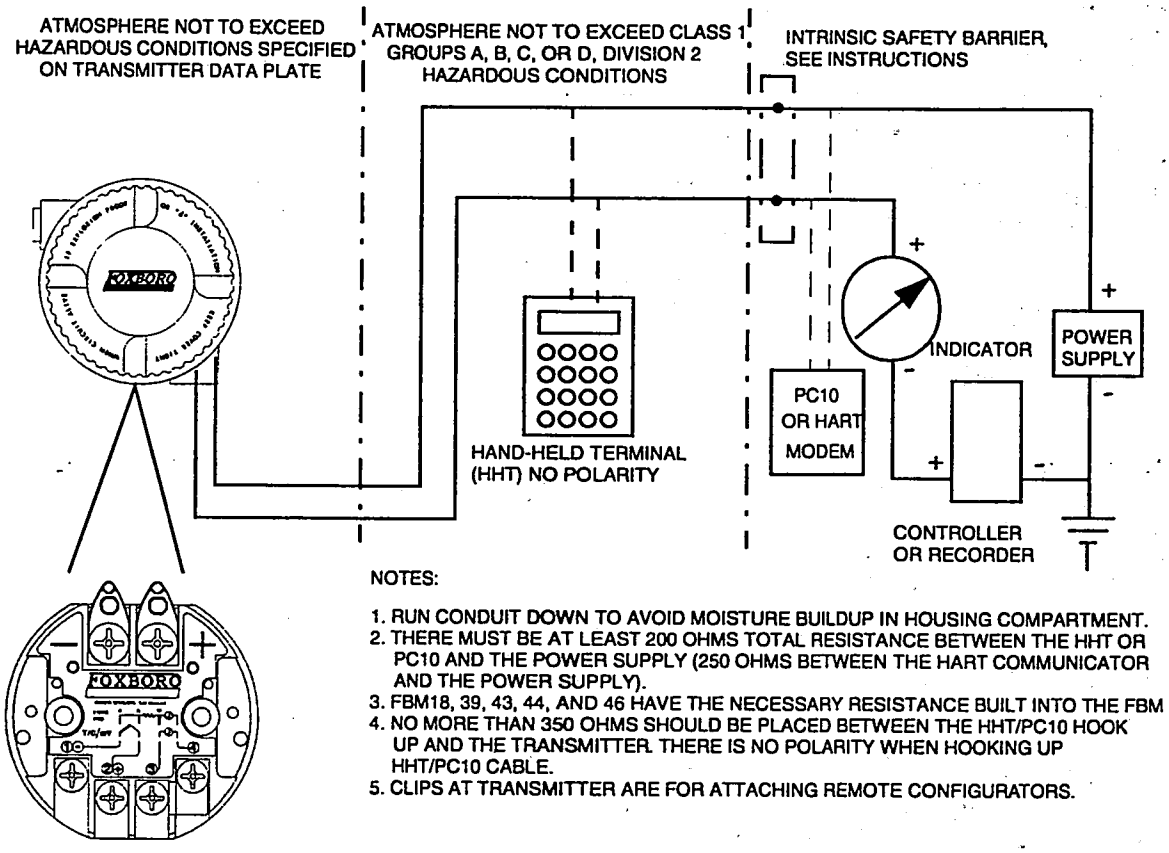
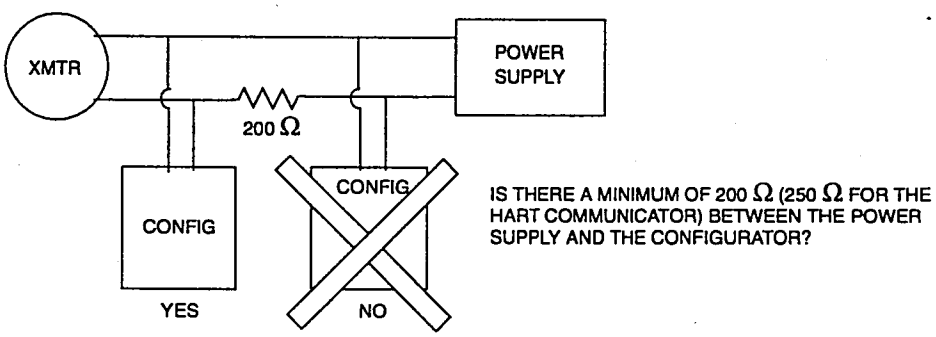
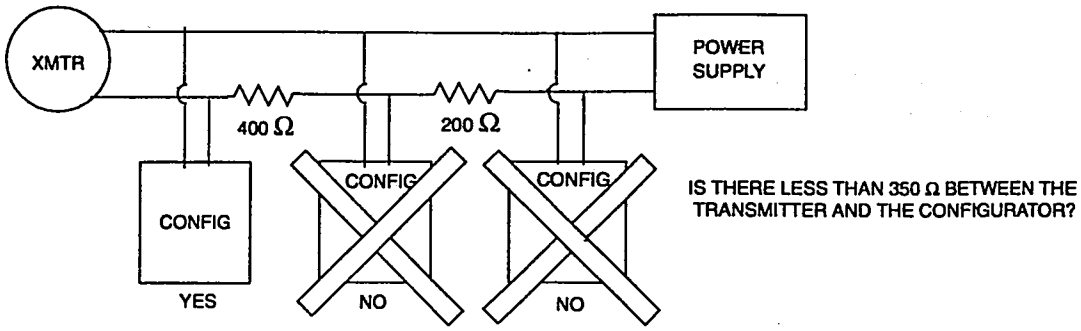

Figure 14. Typical Transmitter Wiring With a 4-20 mA Output
Figure 17. Minimum Load Between Power Supply and Configurator
Figure 18. Maximum Load Between Transmitter and Configurator
Foxboro I/A Series System will not integrate the HART *digital* output directly in the control system. There will not be any bi-directional communications between the transmitter and the control system which eliminates the multi-drop wiring capability. Therefore, the 4 to 20 mA output can only be wired to the analog FBM01 or FBM04. To ensure proper communications with the HART Model 275 Communicator (Foxboro Model HT991), Foxboro AB0991 software or any other HART-based remote configurator, a minimum load of at least 250 ohms must be located between the FBM and the point in the loop wiring where the remote configurator is attached (refer to Figure 17). Transmitter power is supplied through the FBM or from a remote power supply.
1. The transmitter can be configured for 4 to 20 mA output and wired to an analog FBM01 or FBM04. With this configuration, only the measurement is transmitted to the system via the 4 to 20 mA signal. There will not be any bidirectional communications between the transmitter and the control system. To ensure proper communications with the model HHT or PC10 Configurator, a minimum load of at least 200 ohms must be located between the FBM and the point in the loop wiring where the remote configurator is attached (refer to Figure 17). Transmitter power is supplied through the FBM or from a remote power supply.
2. Run signal wires (0.50 mm^2 or 20 AWG, typical) through one of the transmitter conduit connections as shown in Figure 14. Use twisted pair to protect the 4-20 mA output and/or remote communications from electrical noise. Maximum recommended length for signal wires is 1800 m (6000 ft). Screened (shielded) cable may be required in some locations.
4. Connect receivers (such as controllers, recorders, indicators) in series with power supply and transmitter as shown in Figure 14.
7. The remote configurator can be connected in the loop (subject to hazardous location restrictions) as shown in Figure 14, Figure 17, and Figure 18.
When attaching remote configurators to a loop containing a transmitter with a 4 to 20 mA output, the placement of the configurator in relation to loads in the loop is important. Figure 17 and Figure 18 show restrictions on the connection of the configurator in the loop.